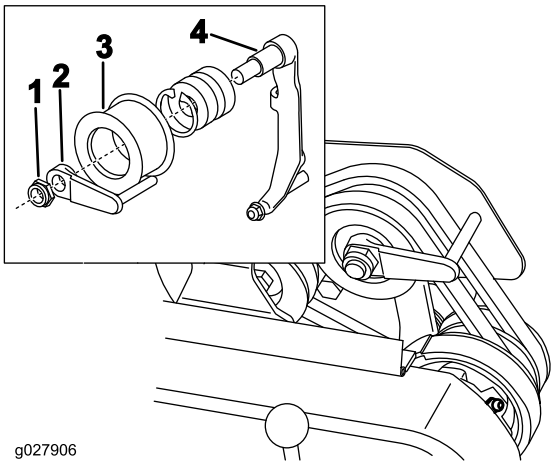

Figur 41
8. Hvis du ønsker å gjøre det lettere å dra eller skyve maskinen uten å starte motoren, må du justere remføreren (Figur 41, innstikk) på følgende måte: